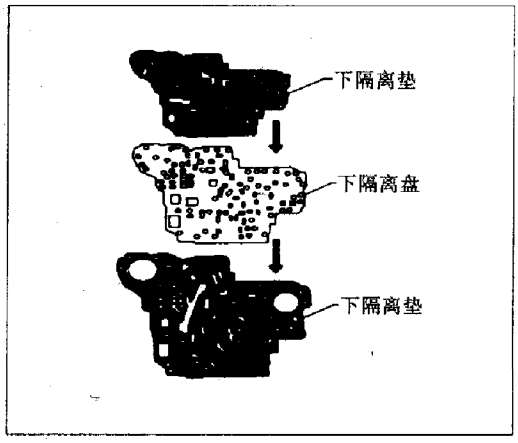

图 5－4－42
i. 从下壳体底部安装螺栓ⓔ。用螺栓ⓔ作导向，安装隔离盘及垫，见图 5－4－43。